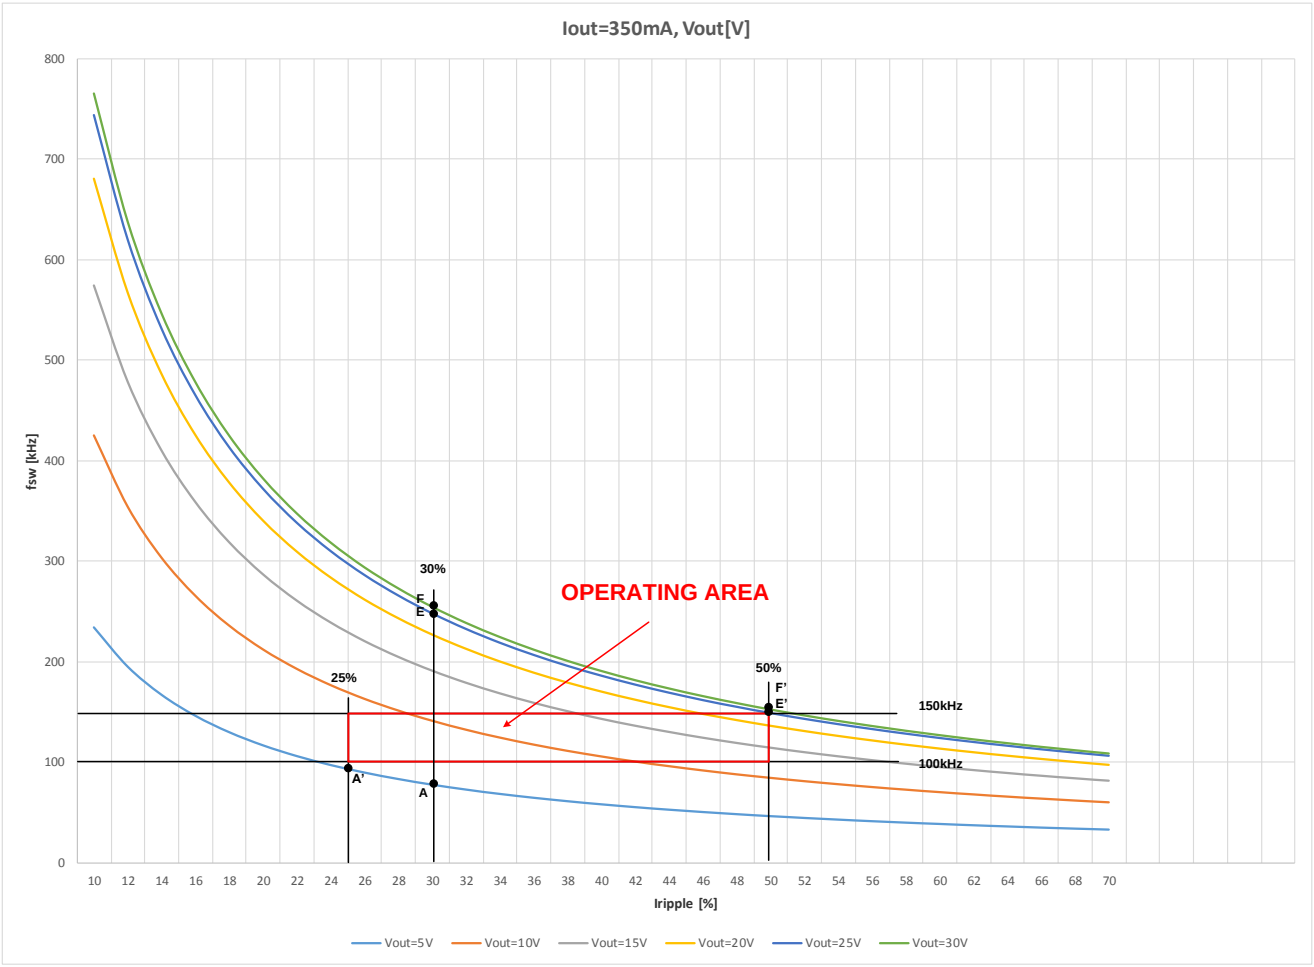

Figure 17. FRC Algorithm Example – Operating Point is outside the Predefined Borders
3) If the achieved operating frequency is above the maximum allowed switching frequency f_{sw_max} (e.g. Vout = 25 V – dark blue curve, point E; Vout = 30 V – green curve, point F), the firmware will start to slowly increase the ripple in order to lower the operating frequency (the slope of this increasing ripple depends on the buck inductance L_{EXT}, see equation (12) on page **17**). It will continue increasing the ripple until it hits its maximum allowed value I_{ripple_max}. The switching frequency will be determined by I_{ripple_max} and could be outside the predefined borders (corrected points E' and F', see **Figure 17**).
4) If the achieved operating frequency is below the minimum allowed switching frequency f_{sw_min} (e.g. Vout = 5 V – blue curve, point A), the firmware will start to slowly decrease the ripple in order to raise the operating frequency (the slope of this decreasing ripple depends on the buck inductance L_{EXT}, see equation (12) on page **17**). It will continue decreasing the ripple until the frequency reaches the low threshold value defined by the parameter f_{sw_min}, or if the ripple hits the minimum allowed value defined by the parameter I_{ripple_min}. In this case, the switching frequency could be outside the predefined borders (corrected point A', see **Figure 17**).